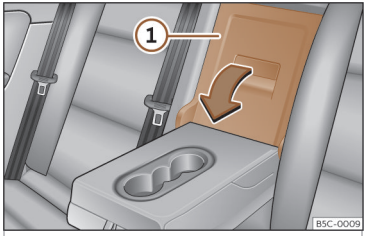

Fig. 130 Sullo schienale del sedile posteriore: apertura della sponda.
- Tirare la leva di sblocco nel senso della freccia e ribaltare completamente in avanti la copertura della sponda››› **fig. 130** ①.